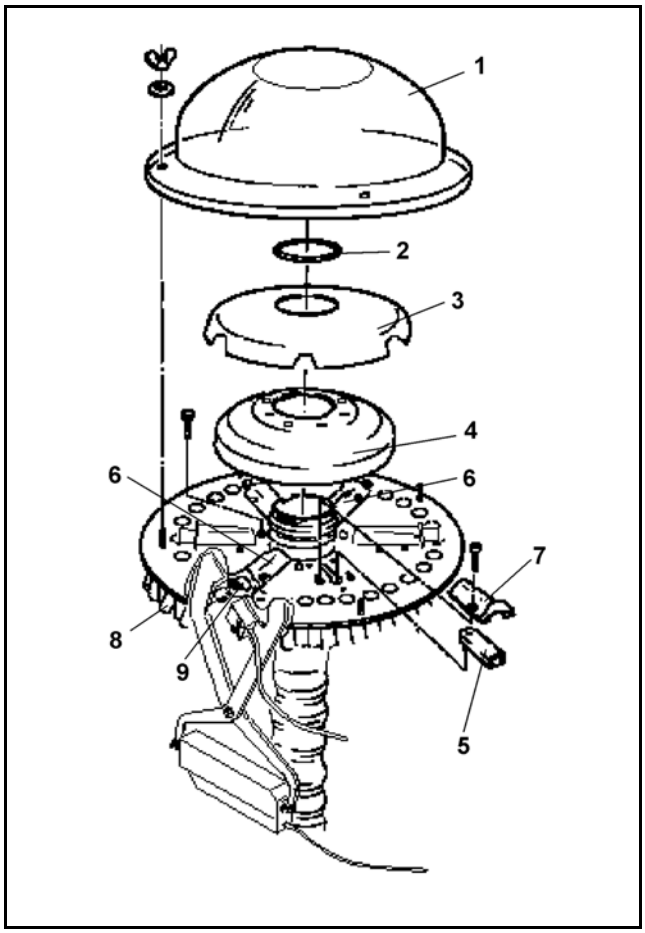

図 70
機械の納品時、トラムラインスイッチはお使いの耕作用トラクターのトレッド幅に設定されています。耕作用トラクターを新規購入することになって、トラムラインスイッチを新しいトラクターのトレッド幅に再設定しなければならない場合、分配ヘッダーのシードラインパイプ（図 70/8）は互いに交換する必要があります。この場合、シャッター（図 70/9）を閉じて、トラムラインコールタ流出口を閉鎖することに留意してください。
- 分配器外装フード（図 70/1）
- Oリング（図 70/2）
- 分配器内装フード（図 70/3）および
発泡材の仕切り（図 70/4）を取り外します。
6 つのシャッターまで取り付け可能です。2 つのシャッター（図 70/6）はそれぞれベースプレートの反対側に取り付ける必要があります。シャッターを組み立てまたは取り外すには（図 70/5）シャッタートンネル（図 70/7）を取り外します。
不要なシャッター（図 70/5）を穴に逆に差し込みます（駐車位置）。